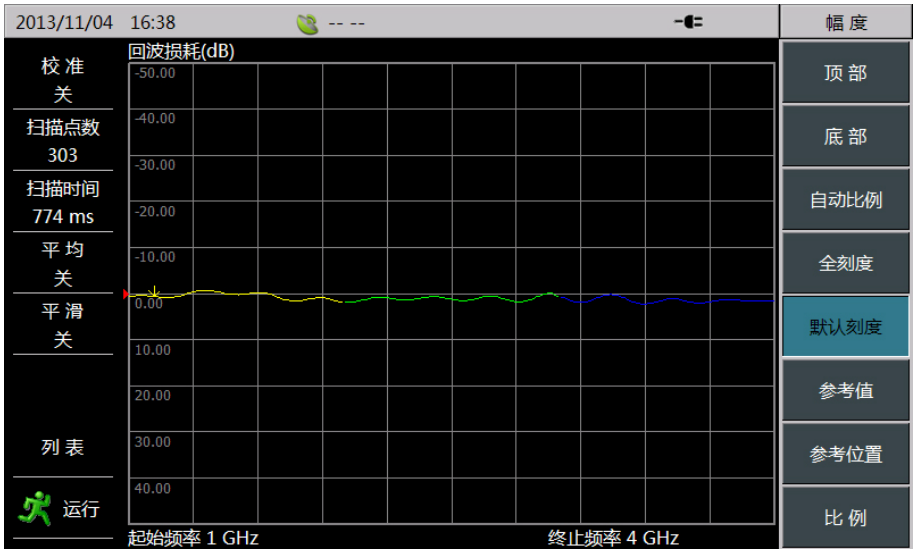

图 5.21 列表扫描
- 编辑完成后，点击[返回]菜单，返回到扫描/设置菜单栏；这时便可以通过[扫描模式 线性 列表]菜单来将扫描模式切换到列表扫描模式。列表扫描如图 5.21 所示：